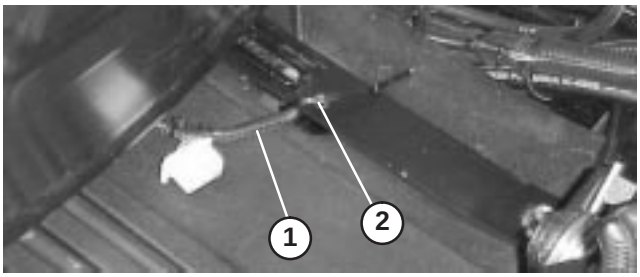

Figuur 7
7. Bij de standaard stoel moet u de stoel helemaal naar voren schuiven en de kabel naar rechts trekken zodat de ongebruikte connector is geplaatst zoals wordt getoond in Figuur 7.Vervolgens bevestigt u de kabel van de stoelschakelaar in de achterste opening in de steunbeugel met een kabelklemband (geleverd bij de stoel).